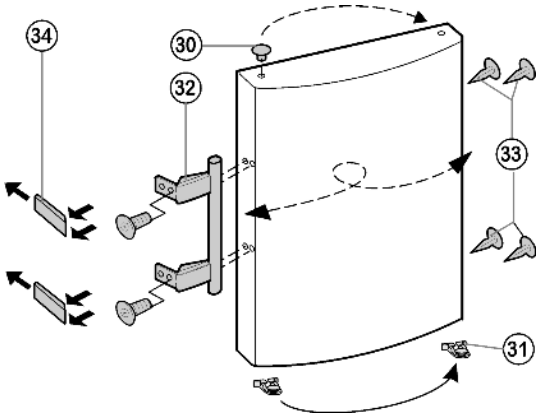

Fig. 8
- Выведите из фиксатора верхней дверцы пружинный зажим *Fig. 8 (31)* и переставьте его на новую сторону шарнира.
- Извлеките пробки *Fig. 8 (30)* из опорных втулок дверцы и переставьте.
- Снимите и переставьте на противоположную сторону дверную ручку *Fig. 8 (32)*, пробку *Fig. 8 (33)* и прижимные пластины *Fig. 8 (34)*.